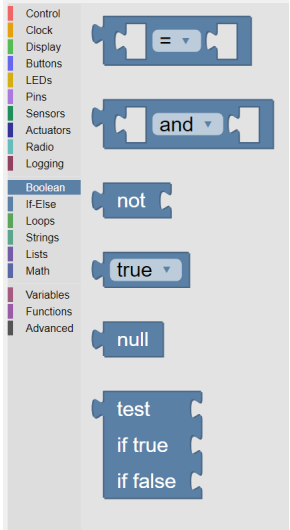

Fig. 2.22: The palette of **KookaBlockly Boolean** blocks
Boolean blocks are value blocks used to test whether a specified condition is `True` (1) or `False` (0). See Fig. 2.22.